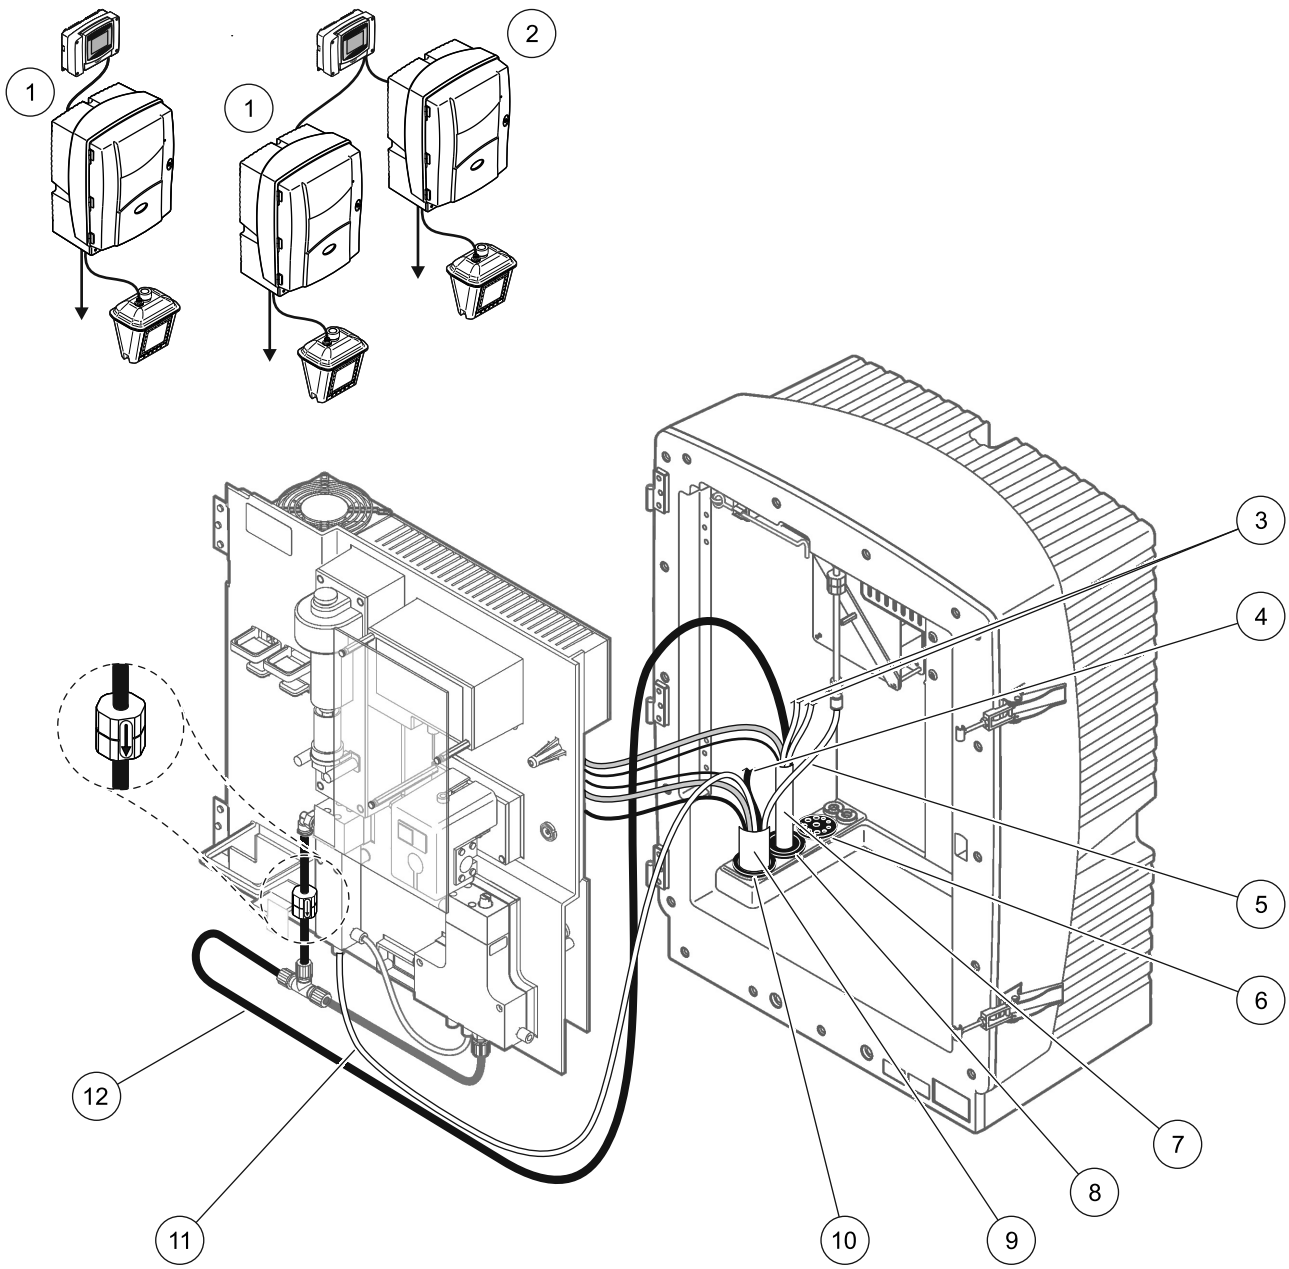

图 28 选项 2 设置
请参考图 28 以及选项 2 的以下说明：
2. 通过分析仪开口引出过滤器探头 sc 软管 （取样管、电缆和排放管）（图 28，项目 9）。使用 2 号密封塞加固。